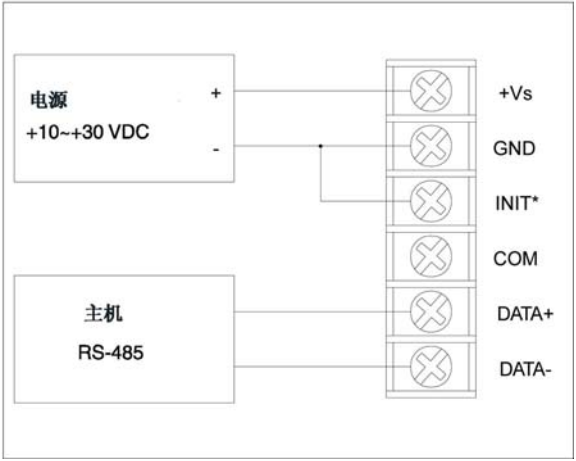

图 A.3：INIT*端子接地
2. 如图 A.3 所示，当短接 INIT*和 GND 端子时给系统上电。